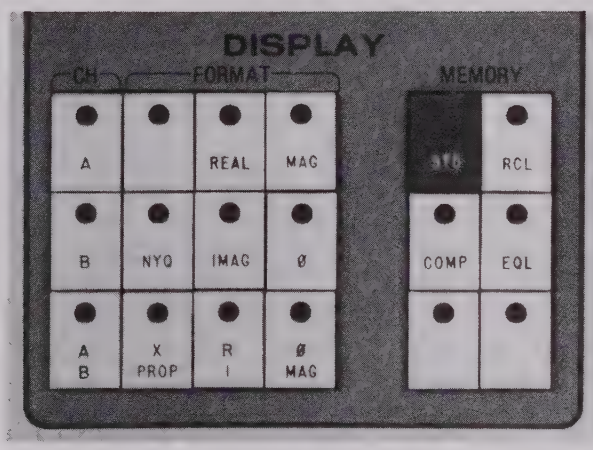

FIGURE 10A
Figure 10A illustrates the display control group. Controls are provided to select a channel (CH) and a format (FORMAT).